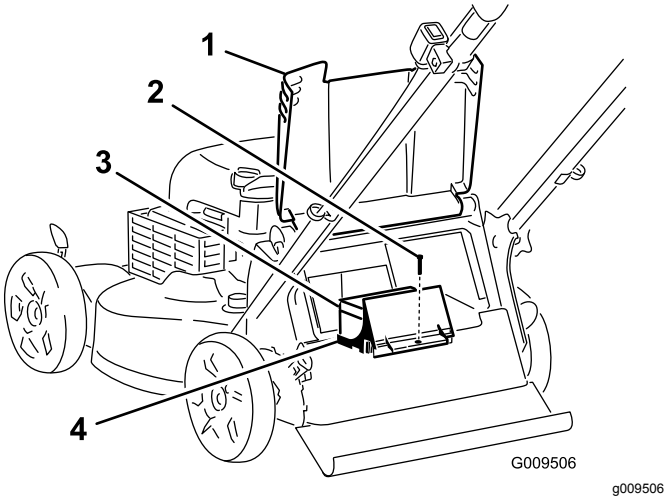

Rysunek 30
1. Podnieś tylny deflektor i zlokalizuj komorę akumulatora (Rysunek 30).